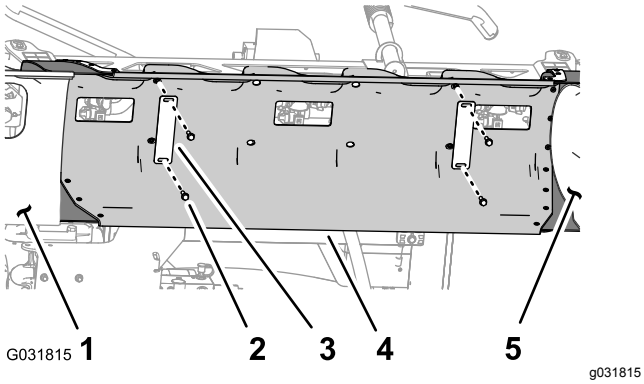

Figur 25
1. Mens midtersektionens dæksel (11 dyser) holdes på plads, fjernes de 4 flangehovedbolte (5/16 x 1-1/4 tomme) og 2 dækselstroppe, der fastgør dækslet til dækselstøttebeslaget (Figur 25).